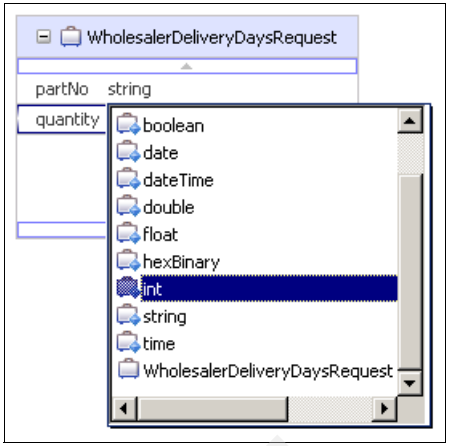

Figure A-7 Selecting the data type
g. Change the data type to *int* by clicking **string**. In the pop-up menu that is displayed (Figure A-7), select **int**.